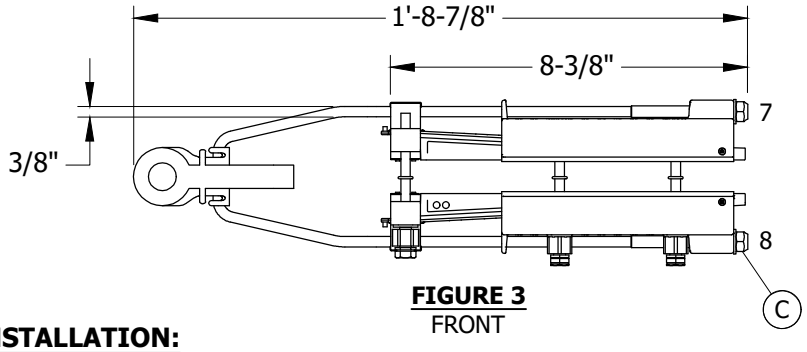

FIGURE 3
(C) NUTS 7 AND 8 SHOWN IN **FIGURE 3** ARE INTENDED TO BE USED DURING RIGGING TO MAKE SMALL SAG CORRECTIONS ONLY AFTER CLAMP BOLTS 1 THROUGH 6 ARE INSTALLED AND SHEARED PER NOTE (B).